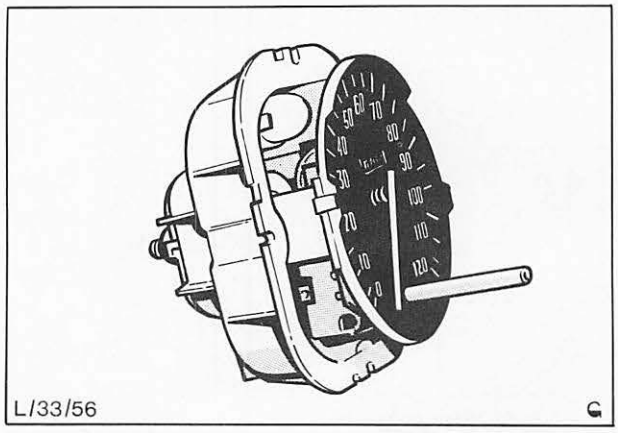

Abb. 61 Geschwindigkeitsmesser komplett
2. Kreuzschlitzschrauben (4) entfernen und Gehäuse – Geschwindigkeitsmesser vom Kombi-Instrument trennen.
4. Schrauben (2) entfernen und Geschwindigkeitsmesser aus dem Gehäuse herausnehmen. Dichtung und 2 Gummibüchsen entfernen, Abb. 61.